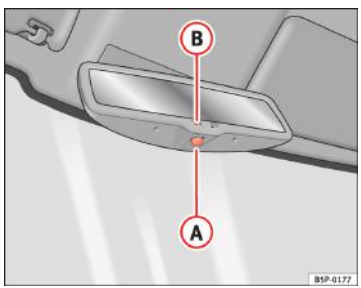

Fig. 67 Oglinda interioară cu funcţie de reglare automată antiorbire. ▶
– Apăsați butonul (A) ⇒fig. 67. Lampa indicatoare (B) se stinge.
– Apăsați butonul (A) ⇒fig. 67. Lampa de avertizare este aprinsă.